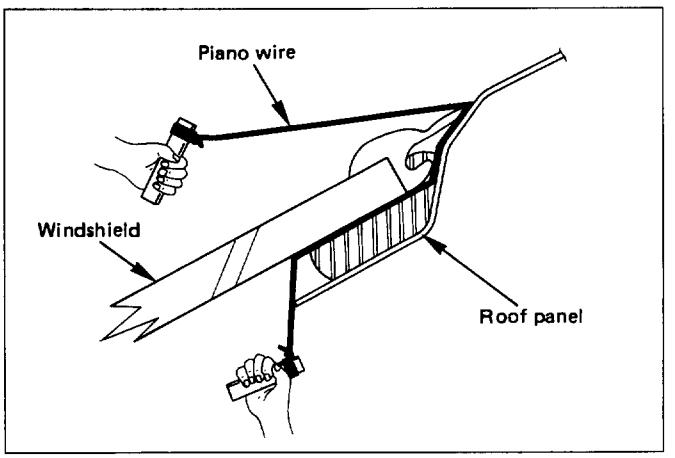

Fig. 10-257
- Secure one end of a piece of steel piano wire (0.02 inches in diameter) to a piece of wood that can serve as a handle. (Fig. 10-257)